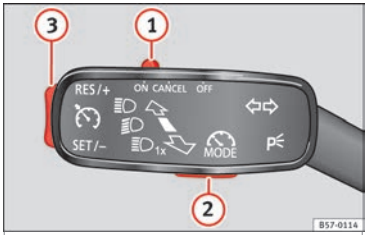

Rys. 187 Po lewej stronie kolumny kierownicy: przełączniki i przyciski do obsługi ogranicznika prędkości.
W razie potrzeby tymczasowego wyłączenia ogranicznika prędkości, np. w celu wyprzedzania, należy przesunąć przełącznik ››› rys. 187 (1) na dźwigni kierunkowskazów w położenie **CANCEL**, lub przesunąć trzecią dźwignię do punktu **CANCEL** lub też nacisnąć przycisk (2) na którejkolwiek z tych dźwigni.